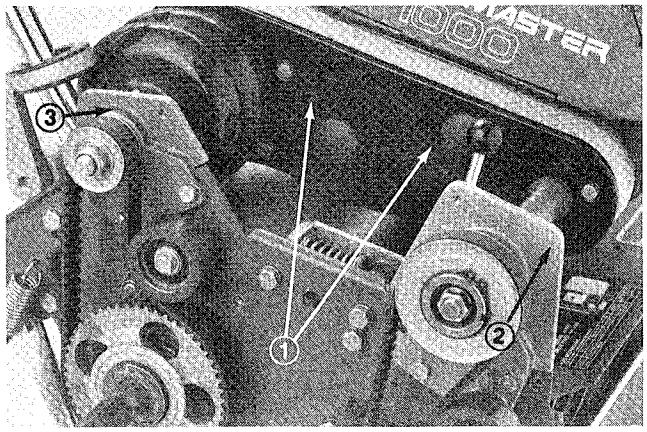

Figure 35
3. Remove capscrews securing front and rear sections of differential cover to differential housing and slide cover sections away to expose belt (Fig. 35).
6. Remove (2) capscrews and locknuts securing front clutch housing to side plate (Fig. 35). Rotate housing 180°, so bottom of housing points upward.
7. Remove (2) capscrews and locknuts securing right rear bearing housing to side plate (Fig. 35). Rotate housing 180°, so bottom of housing points upward.